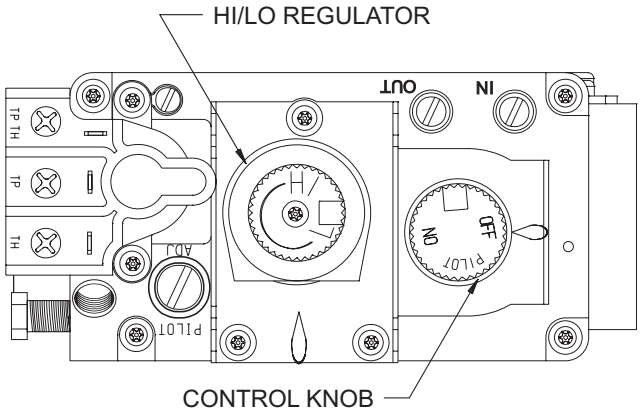

**Figure 67**
**NOTE:** The gas control valve allows you to increase or decrease the height of the main burner flame. The control valve has a pressure regulator with a knob as shown in **Figure 67.** Rotate the knob clockwise to "HI" to increase the flame height and counterclockwise to "LO" to decrease the flame height.